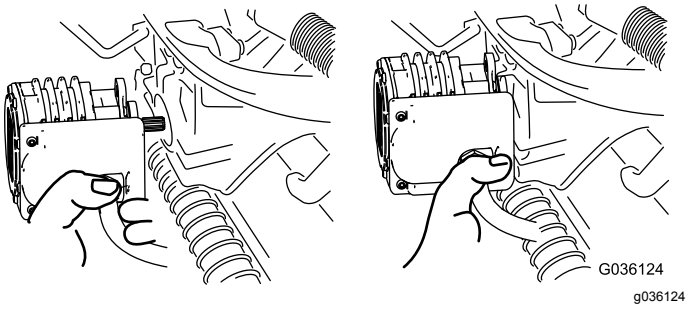

Figur 52
4. Flytt motoren til lagringsplassen foran på hjulopphengsarmen (Figur 52).